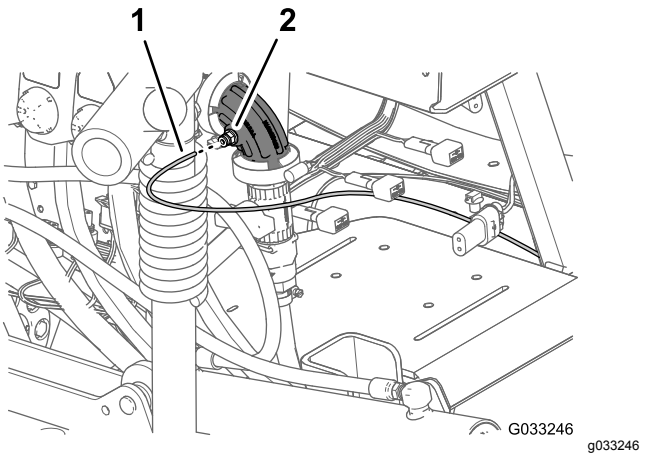
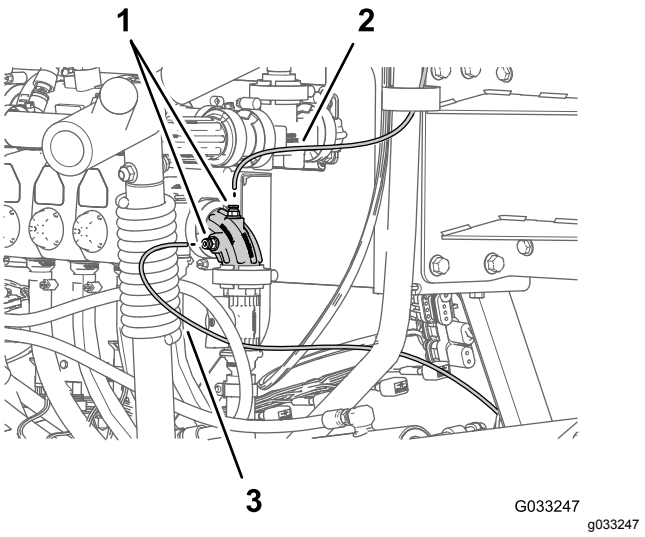

Figur 140
Figur 141
1. Rikta in änden på tryckgivarröret (plast) för instrumentbrädans tryckmätare med rörkopplingens låskrage (Figur 140 och Figur 141).
2. För in givarröret i låskragen tills röret sitter ordentligt (Figur 140 och Figur 141).